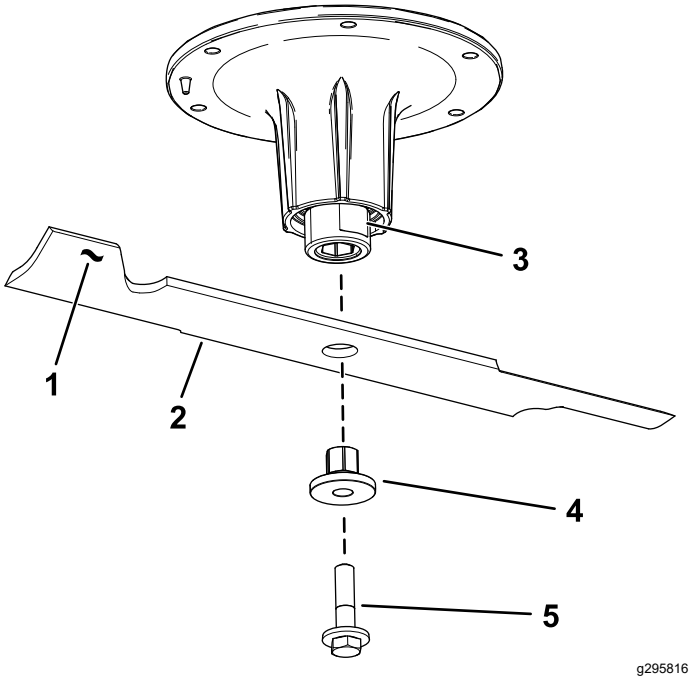

Figura 70
2. Retire a cavilha da lâmina, o casquilho, e a lâmina do eixo (Figura 70).